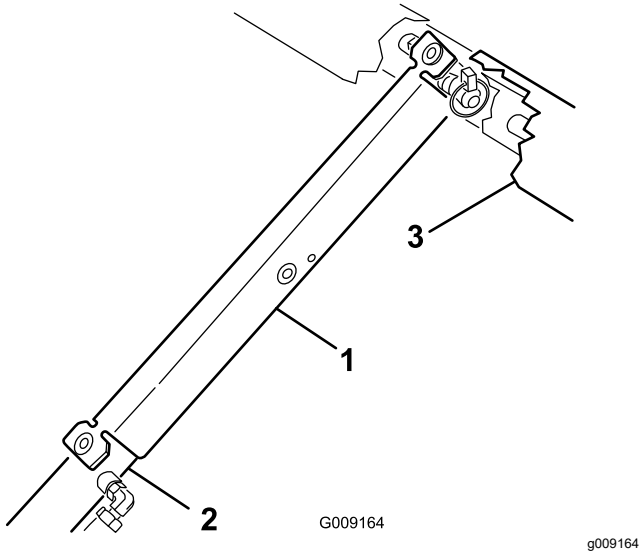

Figur 14
3. Skub ladstøtten på cylinderstangen, og sørg for, at tapperne på støtteenden hviler på cylinderløbets og cylinderstangens respektive ender (Figur 14).